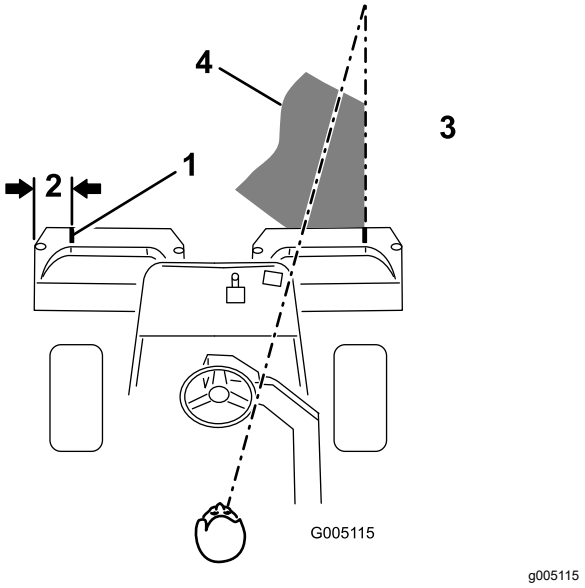

Figur 9
2. Placera en bit vit tejp eller måla en linje på varje korg parallellt med korgens ytterkant (Figur 9).